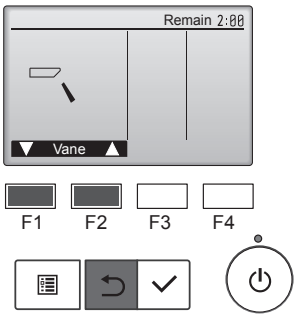

Fig. 7-6
① С помощью кнопок F1 F2 проверьте работу заслонки в автоматическом режиме. (Fig. 7-6)
② Нажмите кнопку ⮌ для возврата в режим “Test run” (Тестовый прогон).
③ Нажмите кнопку ⏻.